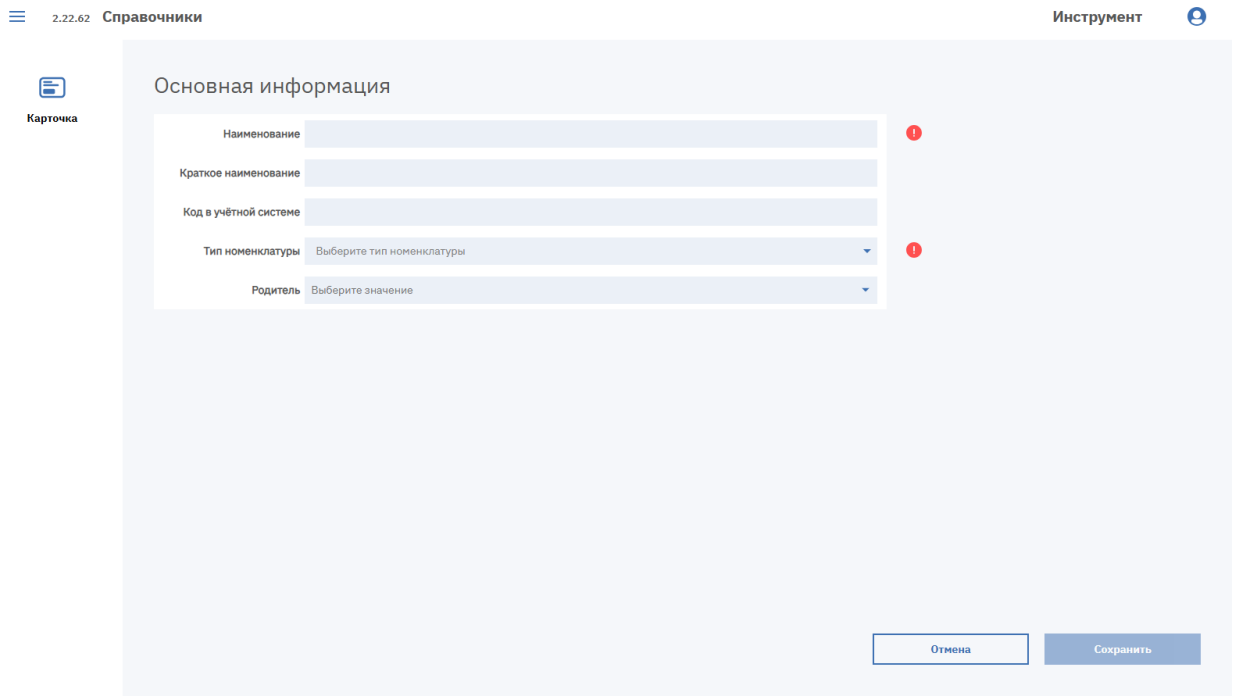

Рисунок 54. Форма классификатора
1. Нажмите кнопку «Создать классификатор». В новой вкладке откроется форма «Основная информация» (см. Рисунок 54).